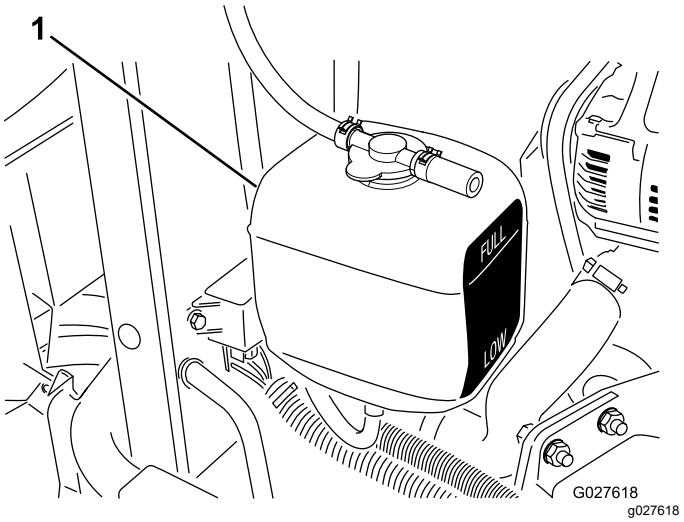

Rysunek 80
3. Należy sprawdzać poziom płynu w zbiorniku wyrównawczym (Rysunek 80).